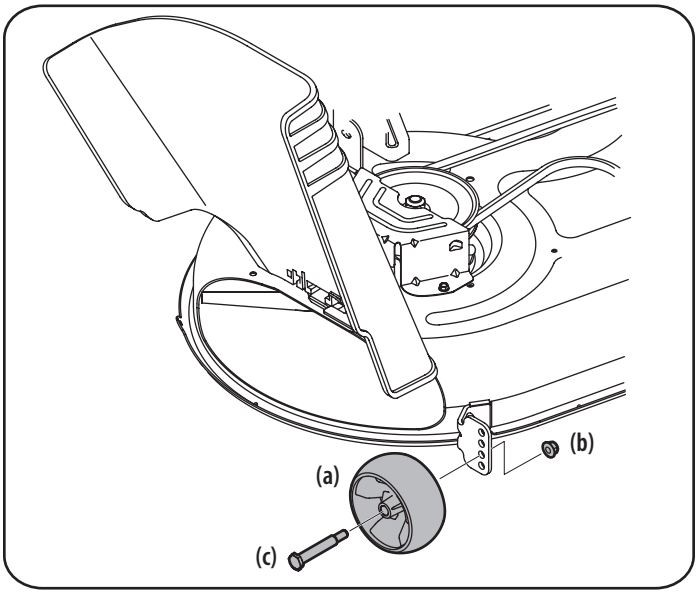

Figura 10
b. Retire las ruedas de calibración delanteras y traseras (a) retirando las tuercas de sujeción (b) y los tornillos con reborde (c) que las sujetan a la plataforma. Consulte la Figura 10.